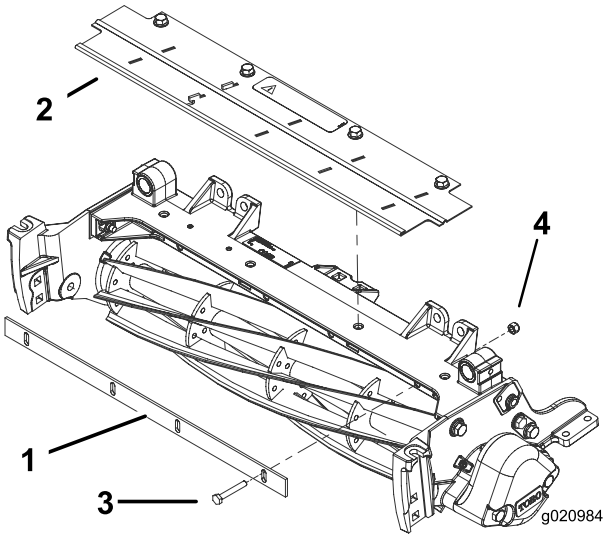

Figure 7
1. Loosely mount the cutoff bar to the cutting unit frame with 4 bolts (1/4 x 1–3/4 inches) and 4 locknuts (1/4 inch) (Figure 7).
3. Tighten the bolts and locknuts (Figure 7).